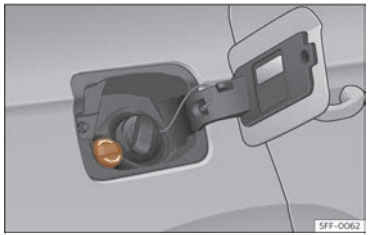

Fig. 217 AdBlue tank cap®.
- Open the tank flap >>> **Fig. 217**.
- Turn the SCR tank cap anti-clockwise >>> **Fig. 217**.